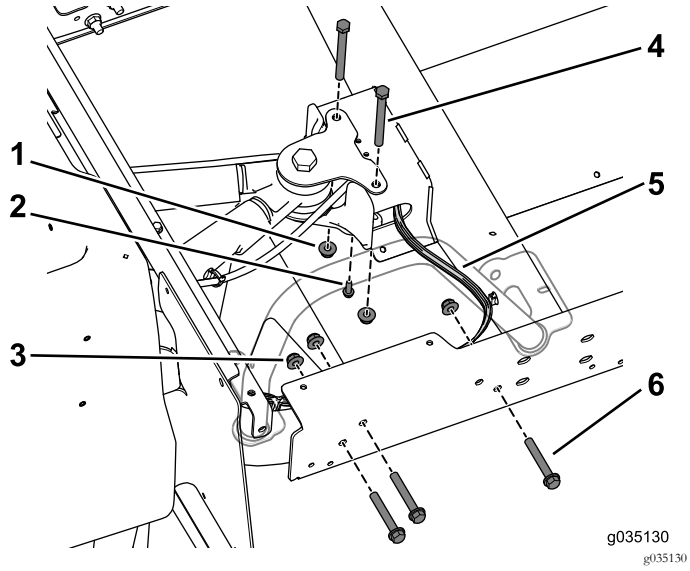

Рисунок 76
Примечание: Убедитесь, что жгут проводов выходит из центрального швеллера с правой стороны (Рисунок 76).
9. С помощью самонарезающего винта (1/4 x 3/4 дюйма) прикрепите тройник тормозной трубки к центральному швеллеру (Рисунок 76).
10. Используйте два болта (3/8 x 3-3/4 дюйма) и фланцевые гайки, чтобы свободно установить, не затягивая, центральный швеллер на заднее крепление (Рисунок 76).